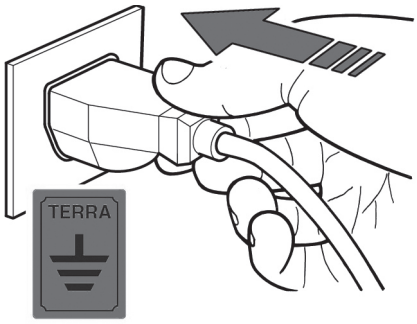
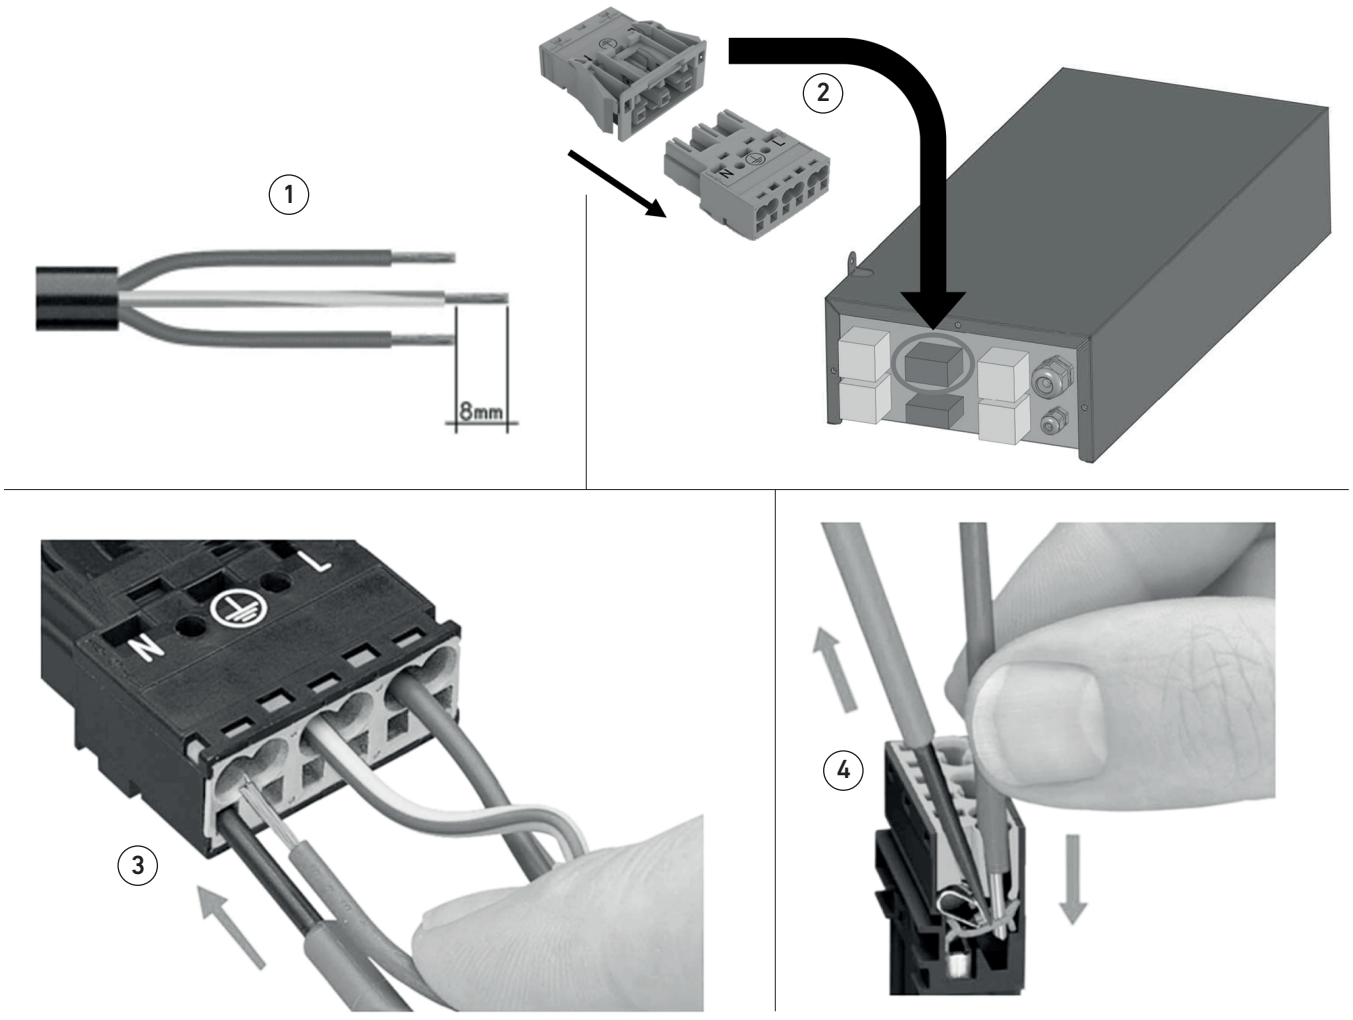

fig. 16
fig. 17
- Il est impératif que l'ensemble de l'équipement soit correctement relié à une prise de terre efficace (fig. 16).
- Munissez-vous d'un câble électrique de taille appropriée pour l'équipement., dénuder environ 55 mm de l'isolation extérieure, dénuder environ 8 mm des câbles de phase (L), de neutre (N) et de terre (⏚), en laissant le câble de terre légèrement plus long que les deux autres (fig. 17 détail 1) ;
- Débrancher le connecteur mâle à 3 pôles du connecteur femelle comme indiqué sur la fig. 16 détail 2, utiliser un tournevis plat d'une longueur de lame d'environ 2,5 mm pour ouvrir la pince du connecteur et insérer le câble dénudé dans la cavité appropriée (phase en L, neutre en N et terre en ⏚) jusqu'à la butée (fig. 17 détail 3) ;
- Retirer le tournevis pour fermer la pince du connecteur et s'assurer que le câble soit correctement fixé en essayant de le tirer légèrement (fig. 17 détail 4) si la fixation est correcte, les parties non gainées du câble ne doivent pas sortir du boîtier du connecteur ;